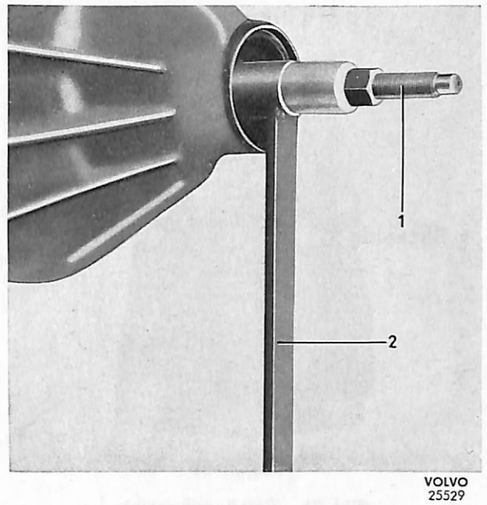

Bild 20. Mont. av pinjong.
3. För in pinjongen i huset och träd på distansring (27), det antal justermellanlägg (26) som fanns vid isärtagningen samt främre pinjonglagret (25). Montera verktyg SVO 2409 och pressverktyg SVO 2304 resp. SVO 4049 på pinjongens främre ände, se bild 20. (SVO 2304